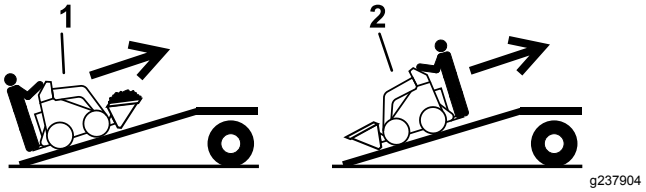

Rysunek 12
5. Załadunek maszyny na przyczepę wykonuj tak, aby cięższa jej strona była po wyższej stronie pochylni, ładunek przewoź nisko (Rysunek 12).
1. Opuść pochylnię (Rysunek 12).